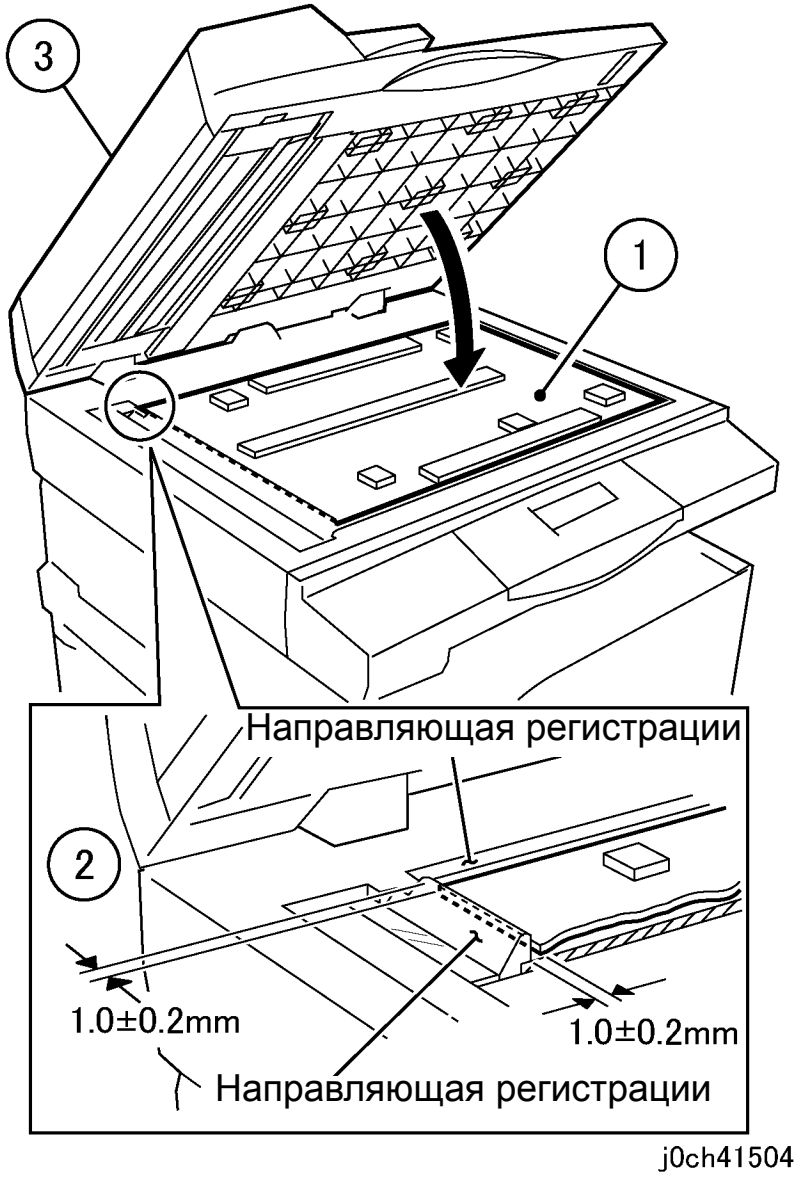

Рисунок 2 Установка подушки DADF/ADF (j0ch41504)
1. Установите подушку DADF/ADF (рисунок 2).